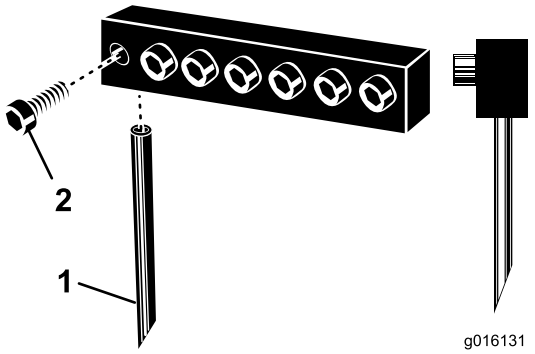

Figur 27
3. Løsn låseboltene, og fjern de tidligere brugte tines (Figur 27).
Bemærk: Hule kernetines skal placeres med åbningen til udblæsning bagest, mens massive tines skal have tinespidsen mod maskinen (Figur 27).